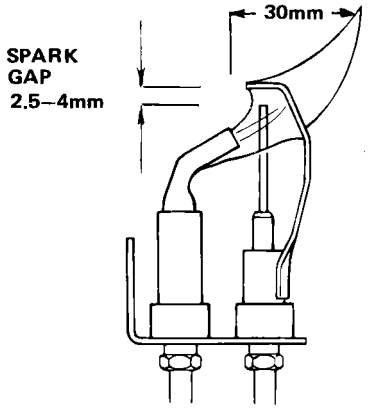

FIG. 30 PILOT BURNER SPARK GAP TOLERANCES
The pilot is pre-set and no adjustment is required. The pilot flame envelope should cover the electrode tip and spark earthing strip see FIG. 30. If the pilot flame is not as illustrated, remove and clean the pilot as described in the Servicing Instructions Section 3, PILOT BURNER, Page 22.
H. Ensure that the spark gap is as illustrated in FIG. 30.
6. Replacement is the reverse of removal. On re-assembly ensure that the spark gap is as illustrated in FIG. 30.